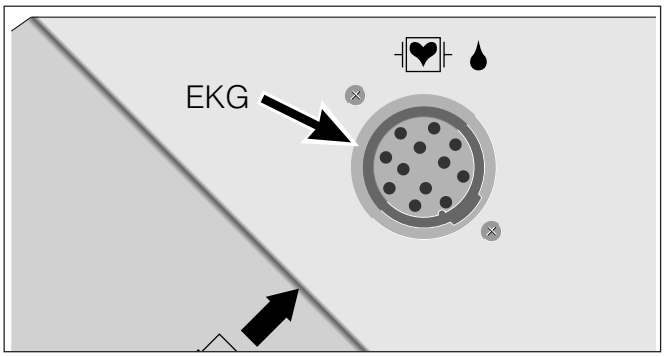
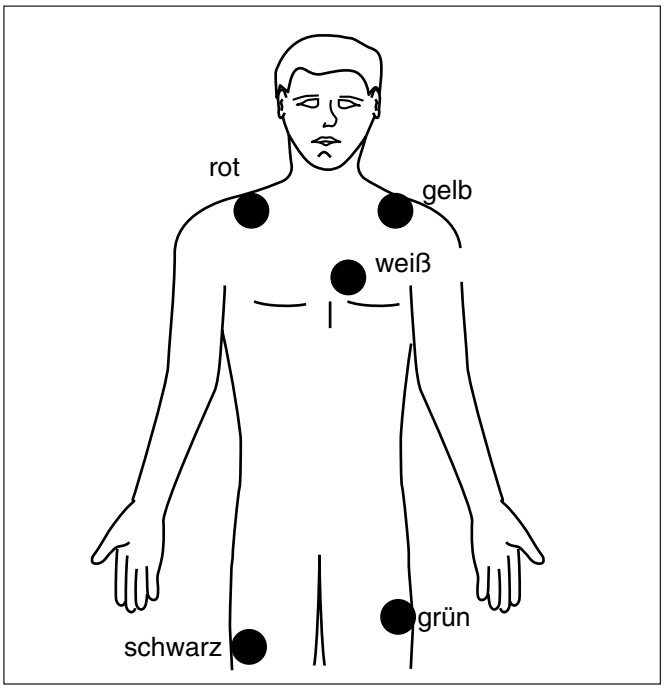
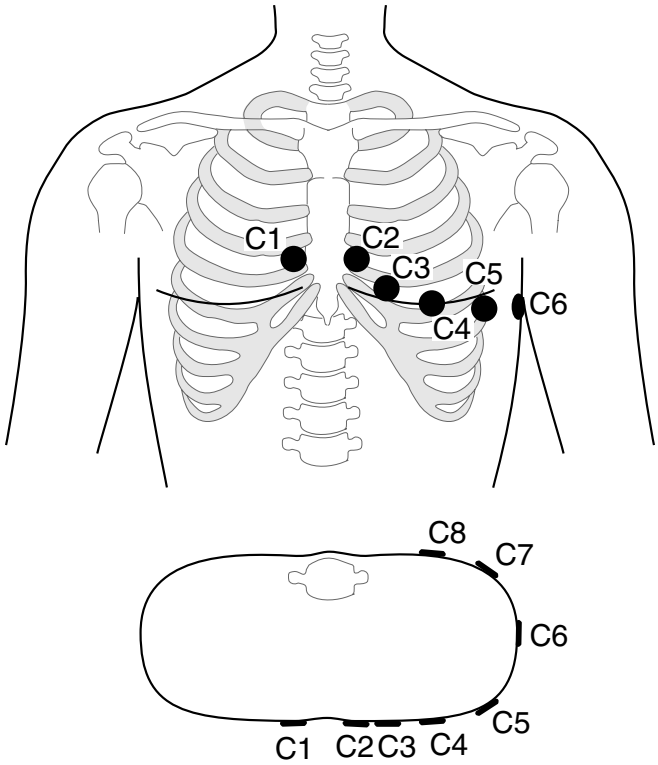

Bild 6-1. EKG-Signaleingang
Bild 7-1. Anlegen der Extremitätenelektroden
Bild 7-2. Anlegen der Brustwandelektroden
- Legen Sie die EKG-Elektroden an (z.B. EINTHOVEN-Extremitätenableitung, Bild 7-1) und verbinden Sie diese mit dem DEFIGARD 2002 (Bild 6-1). Der Signaleingang ist hochisoliert und defibrillationsfest ( ). Die Patientensicherheit und der Geräteschutz sind somit bei HF-Chirurgie und Defibrillation gewährleistet.
Bei den Patientenleitungen stehen 3-, 4- und 10polige Leitungen zur Verfügung. Der DEFIGARD 2002 erkennt auch hier automatisch, welche Leitung gesteckt ist. Bei der 3- und 4poligen Leitung legen Sie die Elektroden entsprechend Bild 7-1 an, bei der 10poligen müssen Sie zusätzlich zu den Extremitätenelektroden (Bild 7-1) die Brustwandelektroden entsprechend Bild 7-2 anlegen.